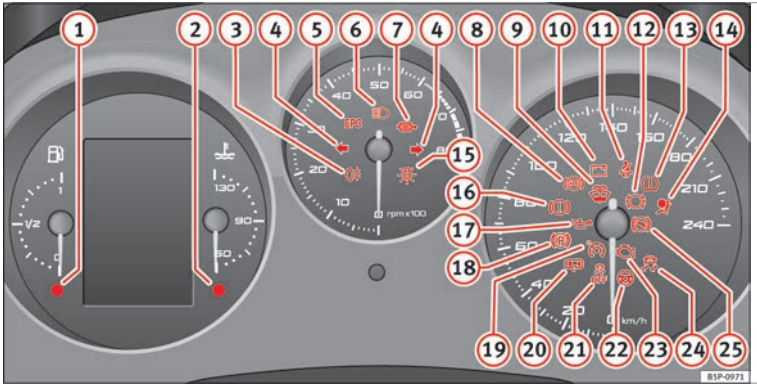

Fig. 30 Instrument panel warning and control lamps. Some of the items of equipment listed here are fitted only on certain model versions or are optional extras.
The warning lamp* ››› **Fig. 30** (2) will light up if the needle is in the warning zone. The following warning message appears on the instrument panel display[3]. **Stop the vehicle and switch off the engine.** Check the coolant level **››› page 169 ›››** ⚠.